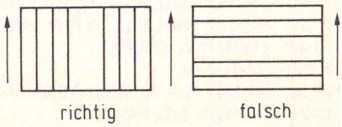

Abb. 7.1 Montage des Kühlkörpers
- Die Lamellen des Kühlkörpers (Abb. 7.1) müssen so ausgerichtet werden, daß die Luft ohne Wirbel vorbeistreicht. Als Paste wird Silicon-Wärmeleitpaste verwendet.